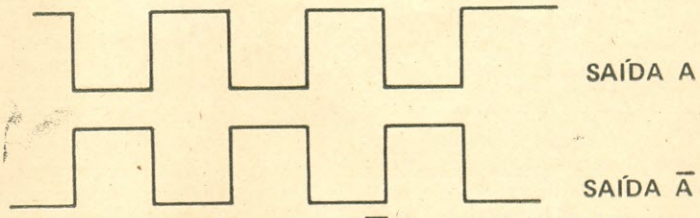

FIG. 4 — Sinais obtidos nas saídas A e Ā do Gerador de Ondas Quadradas.
Finalmente, como havia inversores disponíveis em nosso C.I., resolvemos dotar o gerador de duas saídas, sendo uma o simétrico da outra. Note que a saída principal (A) foi aplicada a um inversor, e temos, assim, dois sinais em ondas quadradas com o aspecto mostrado na Fig. 4.